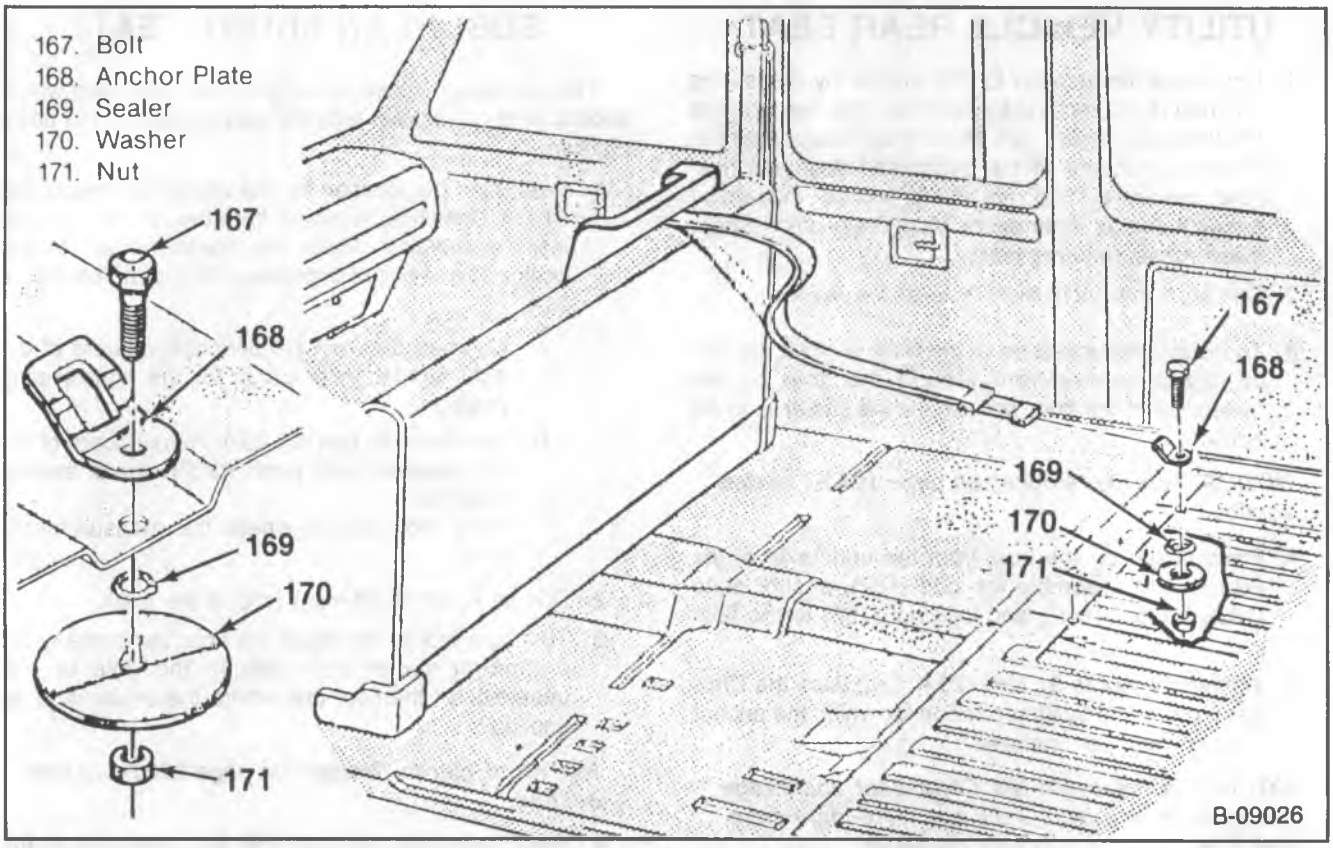

Figure 31—Suburban Front Seat Top Strap Belt Components
1. Determine the location for the anchor by measuring 51 mm (2-inches) rearward from the rear edge of the kick up molding. Make this measurement in the center of one of the depressed floor pan ribs (figure 31).